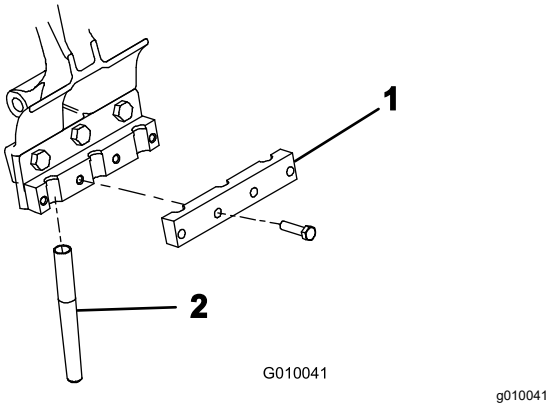

Rysunek 24
5. Luźno zamocuj zacisk zęba do każdego uchwytu zęba (Rysunek 24) za pomocą 4 śrub (⅜ x 1½ cala). Nie dokręcaj śrub.